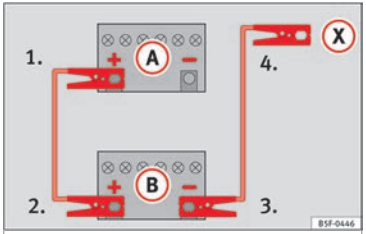

Fig. 72 Diagram of connections for vehicles without Start-Stop system.
2. Connect one end of the *red* jump lead to the positive (+) terminal of the vehicle with the flat battery (A) ››› **Fig. 72**.
3. Connect the other end of the *red* jump lead to the positive terminal (+) in the vehicle providing assistance (B).
4. *For vehicles without Start-Stop system:* connect one end of the *black* jump lead to the negative terminal (–) of the vehicle providing the current (B) ››› **Fig. 72**.